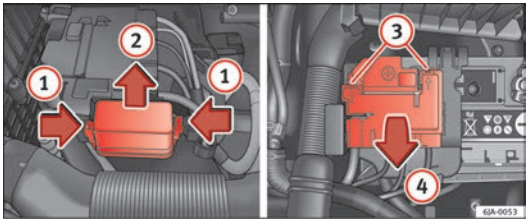

Fig. 144 Battery: fuse cover (version 1)
- Press the flexible tabs on the fuse box cover in the direction indicated by the arrows (1) ⇒ Fig. 144.
- Remove the cover by sliding it in the direction indicated by arrow (2).
- Use a flat-headed screwdriver to unlock the holes (3).
- Open the cover in the direction indicated by the arrow (4). ■